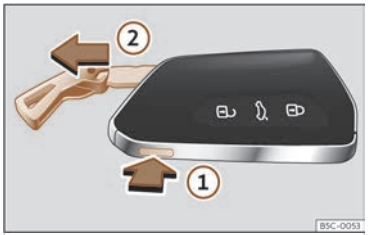

**Fig. 69** Vehicle key: remove the key blade.
- Press the >>> **Fig. 69** (1) button to release the ring from the key fob and remove the key blade (2). Pressing lightly on the ring leaves it fixed as a key fob.
- Press the >>> **Fig. 69** (1) button to unlock. Press and hold button (1) and at the same time pull on the ring in the direction of the arrow >>> **Fig. 69** (2) to completely remove the key blade.